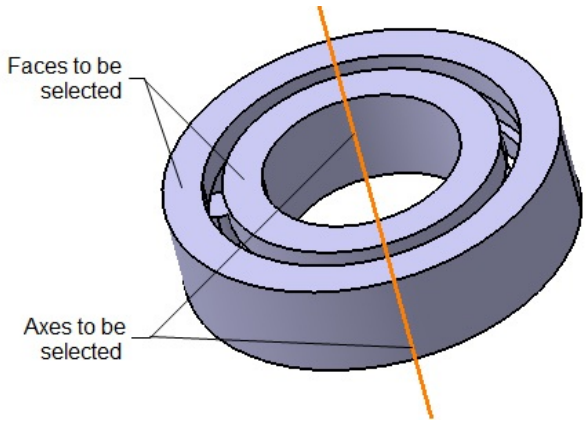

Figure 16-94 *Axes and Faces to be selected for applying the Revolute joint*
2. Select the central axis of the Inner Ring, as shown in Figure 16-94; you are prompted to select the second line.
3. Now, select the central axis of the Outer Ring, refer to Figure 16-94; you are prompted to select the first plane.
4. Select the front face of the Inner Ring, refer to Figure 16-94; you are prompted to select the second plane.
5. Next, select the front face of the Outer Ring, refer to Figure 16-94.